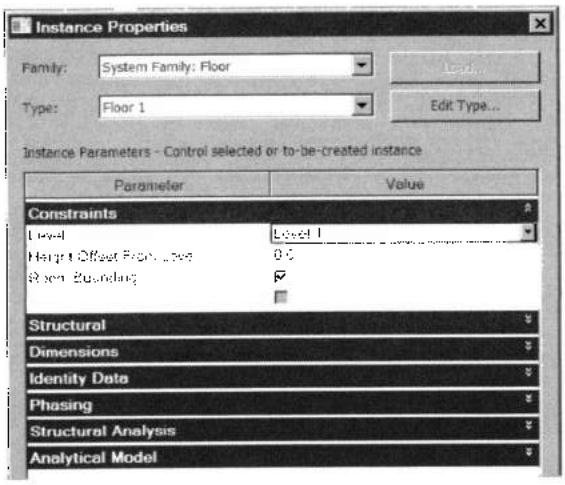

Рис. 2.19. *Свойства вхождения*
Вхождения семейств и их свойства. Бокс со свойствами вхождения **Element Properties** (рис. 2.19) используется для задания свойств компонента при его создании или при редактировании свойств компонента.
- нажать в боксе **Instance Properties** (рис. 2.19) кнопку **Edit Type** (Изменить типоразмер).
Общие настройки. Эти настройки выполняются в боксе **InfoCenter Settings** на вкладке **General** (Общие) (рис. 2.19) и позволяют задать текущее местоположение пользователя, периодичность проверки нового интерактивного содержимого, а также анимированные эффекты перехода для панелей информационного центра, позволяющие привлечь внимание к появлению новой информации.